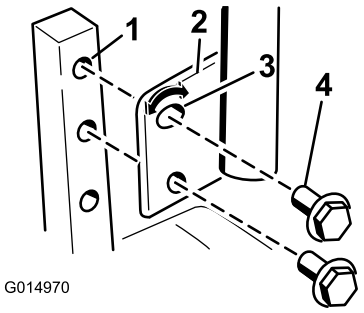

**Figur 26**
1. Fjern de to boltene som fester kontrollspaken til kontrollarmstaget (Figur 26).
2. Flytt kontrollspaken til neste hullpar. Fest spaken med de to boltene (Figur 26).
2. Løsne den nedre bolten akkurat nok til å dreie kontrollspaken frem- eller bakover (Figur 26). Stram til begge boltene for å sikre kontrollen i den nye posisjonen.